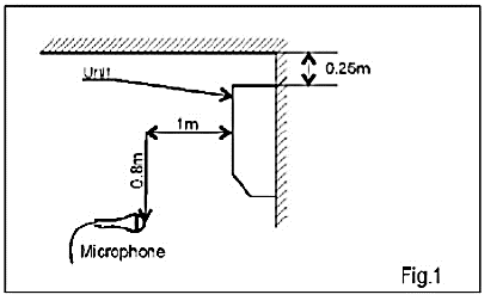

Figure 1. Wall Mounted
7.2 **Sound Pressure Level Spectrum** (Measured as Figure 1)